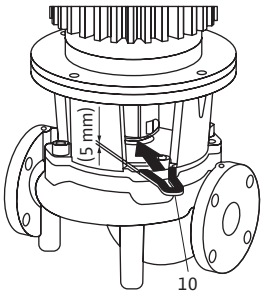

Рис. 19. Установка монтажной вилки
- Вставить монтажную вилку (Рис. 19, поз. 10) между фонарем и муфтой. Монтажная вилка должна располагаться без зазора.